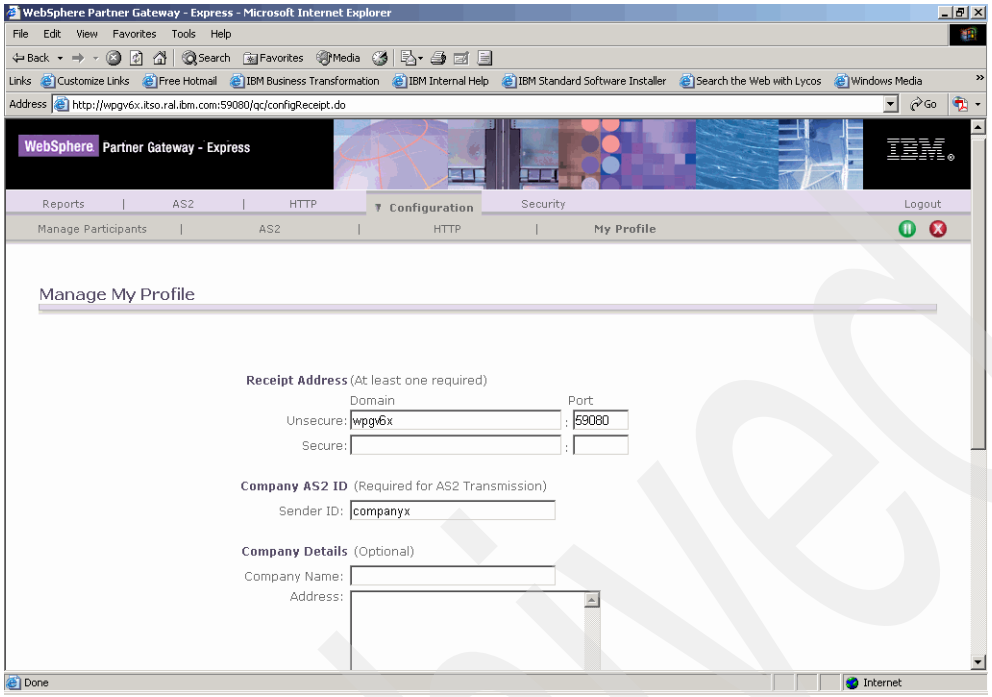

Figure 10-2 Managing My Profile for Company X
2. At a minimum, provide the host name and port for incoming AS2 documents and the AS2 identifier, for example, `companyx` (see Figure 10-2 on page 281). The complete URL for incoming AS2 documents is: